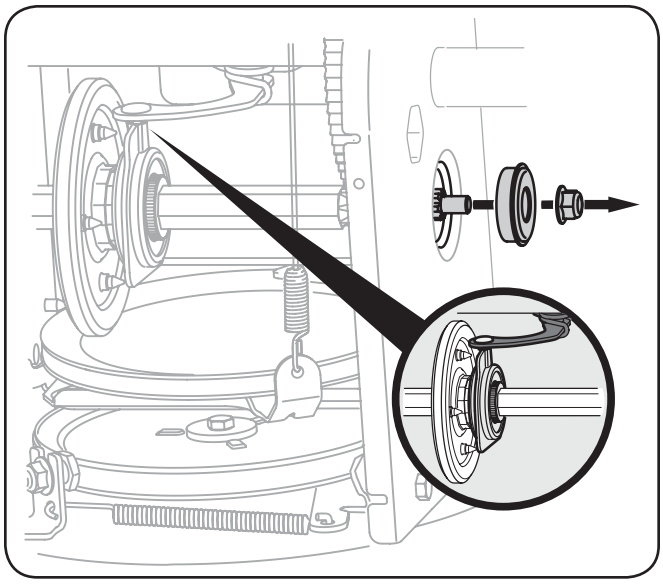

Fig. 7-9
5. Retirez doucement l'écrou à six pans et la rondelle qui maintiennent l'arbre hexagonal sur le châssis de la souffleuse et frappez doucement sur l'extrémité de l'arbre pour dégager le roulement à billes du côté droit du châssis. Voir la Fig. 7-9.